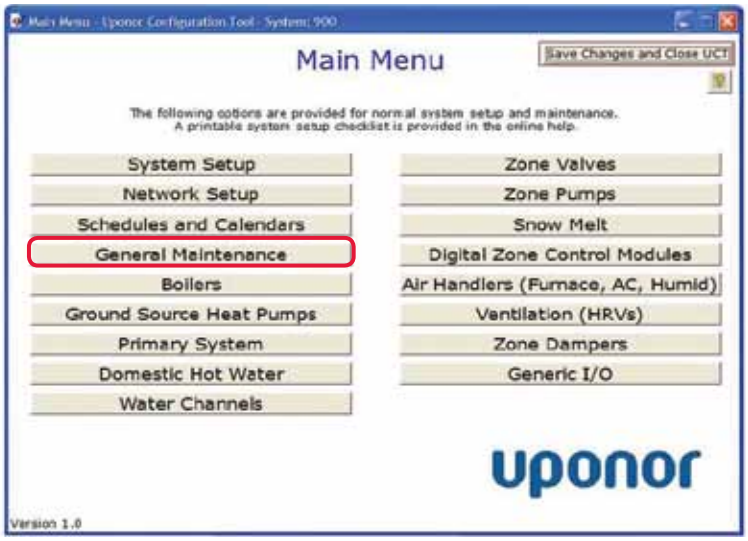
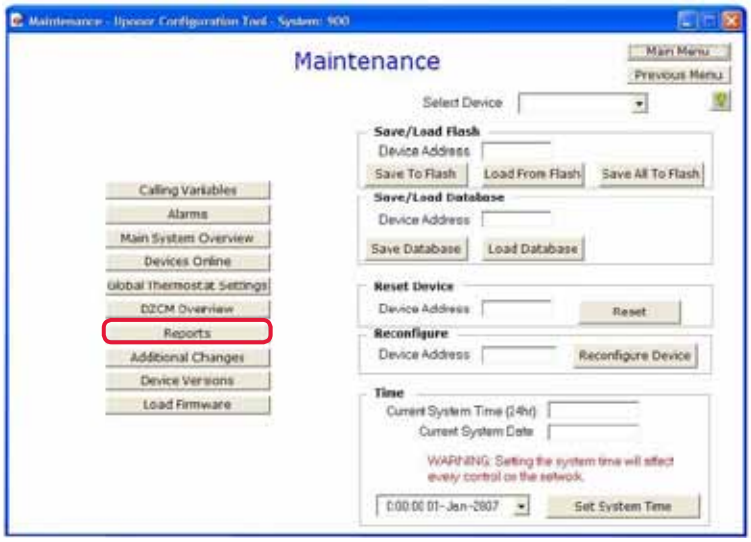

Figure 4.7-1: Main Menu Screen
Figure 4.7-2: Maintenance Screen
1. From the **Main Menu** screen, click on the **General Maintenance** button shown in **Figure 4.7-1** to display the Maintenance screen shown in **Figure 4.7-2**.